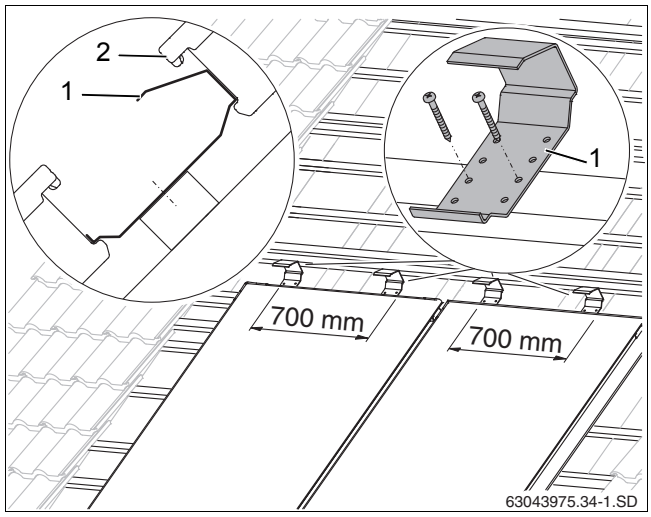

Рис. 30 Крепления от сползания для второго ряда коллекторов
- Установите два крепления от сползания (рис. 30, [1]) на коллектор в середине (с расстоянием 700 мм между ними) над нижним коллектором на четвертой дополнительной рейке нижнего ряда и закрепить двумя саморезами 4 x 40.
- Коллектор верхнего ряда устанавливается (рис. 30, [2]) в крепления от сползания, затем его нужно выровнять по нижнему ряду.